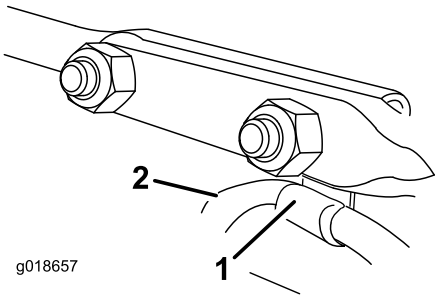

Bild 16
6. Setzen Sie die Kabelklemme, die das Ablenkblechkabel stützt, unter den Kopf der vorderen Schlossschraube auf. Befestigen Sie die Schlossschrauben mit Sicherungsmuttern aus der Tasche mit den lose mitgelieferten Teilen (Bild 16).